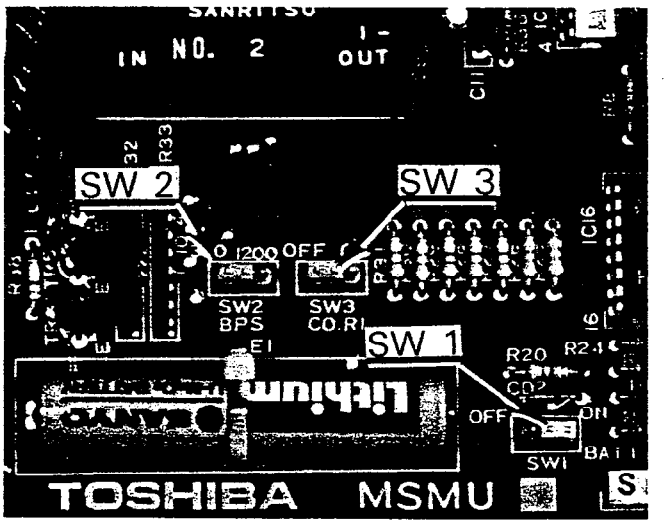

FIGURE 17—MSMU CONNECTION STRAPS
07.22 Locate the **SW1** battery strap on the MSMU (Figure 17) and connect the memory back-up battery. The strap is shown in the **OFF** position. To connect the battery, remove and reinstall the strapping plug so that it bridges the center pin with the pin labeled **ON**.
07.23 Select the data output speed using the **SW2** strap (Figure 17). The speed may be set at 300- or 1200-BPS by installing the strapping plug so that it bridges the center pin with the terminal labeled "300" or "1200". The **SW2** strap is shown in the 300-BPS position.
only outgoing calls. This option is selected using the SW3 strap (Figure 17). Installing the strapping plug so that it bridges the center pin with the terminal labeled OFF will cause both incoming and outgoing calls to be recorded. The SW3 strap is shown in the ON position, which selects outgoing calls only.